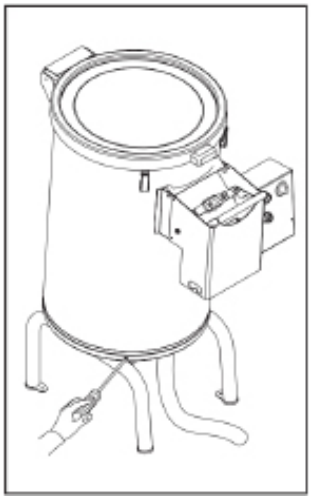

Abb. 13.
- Schrauben Sie den Zylinder wieder auf den Sockel (Abb. 13). Vergewissern Sie sich, dass sich die Stirnseite der Maschine (Produktauslassöffnung) auf der Unterseite des Arbeitstisches befindet (sie ist nach vorne gekippt).